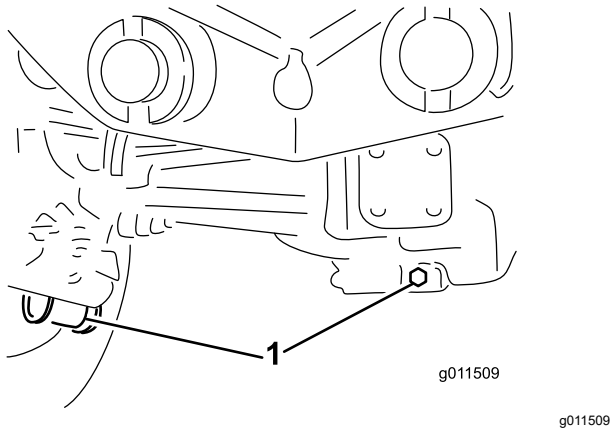

Figur 109
2. Gör rent runt de tre avtappningspluggarna; en på varje ände och en i mitten (Figur 109).